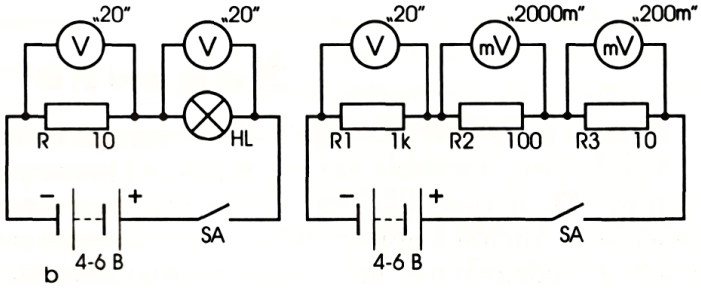

Рис. 6
2. Соберите цепь по рис. 6 и поочередно измерьте напряжение на участках R1, R2, R3, используя мультиметр как вольтметр или милливольтметр.